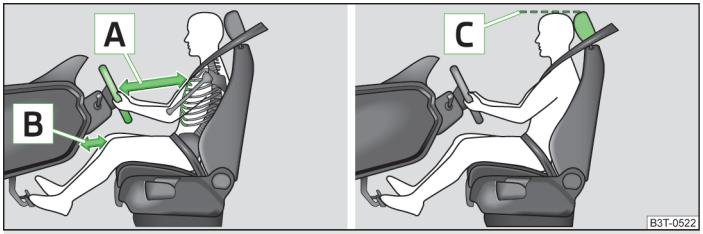

Fig. 143 **Correct driver seating position / properly adjusted headrest**
- Position the steering wheel so that there is a gap of at least 25 cm between the steering wheel and the chest A » Fig. 143, and that the distance between the legs and the dash panel at the height of the knee airbag is at least 10 cm B.
- Adjust the head restraint so that the top edge of the head restraint is at the same level as the upper part of your head C » Fig. 143 on page 171.
- Adjust the head restraint so that the top edge of the head restraint is at the same level as the upper part of the head C » Fig. 143 on page 171.